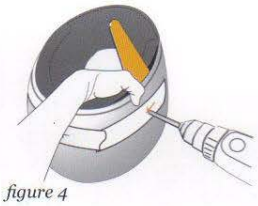

*figure 4*
3. Slowly drill a ¼" (6mm) hole at the two hole centers marked above. Drill through the helmet shell but not through the soft padding. A thin piece of sheet metal can be slipped between the shell and padding to help this (fig. 4.) De-burr and clean the holes.